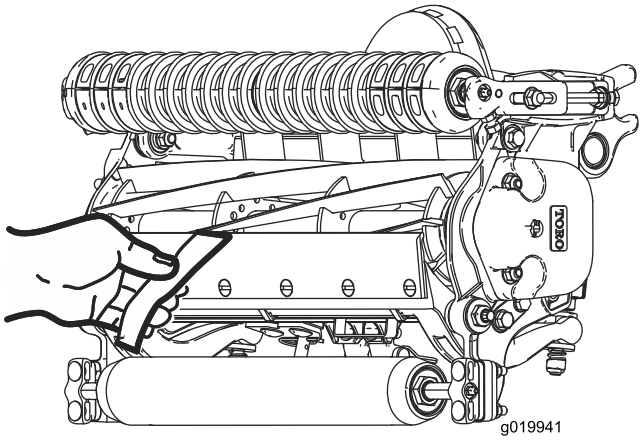

Figur 20
2. Test klippegenskapene ved å legge inn en lang remse med testpapir (Toro delenr. 125-5610) mellom spolen og motstålet, loddrett til motstålet (Figur 20). Drei spolen sakte fremover – dette skal klippe papiret.